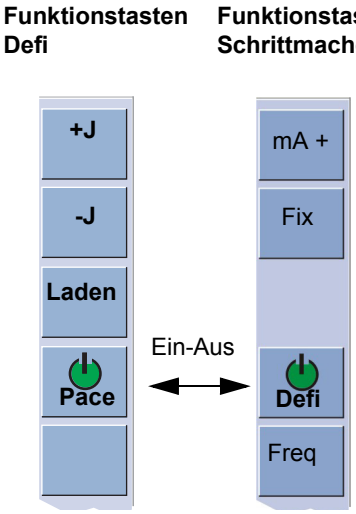

Abb. 6.3 Funktionstasten Defi und Schrittmacher Ein
- Es erscheinen die Funktionstasten für die Einstellung der Schrittmacherfunktionen (Abb. 6.3) und die Anzeige für die Schrittmacherwerte.